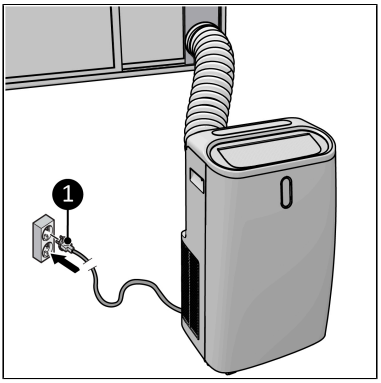

Figure 64.
7. Insérez la fiche d'alimentation (Figure 64, pos. 1) dans une prise murale reliée à la terre et facilement accessible. Utilisez une prise murale mise à la terre d'une puissance minimale de 1800 watts.